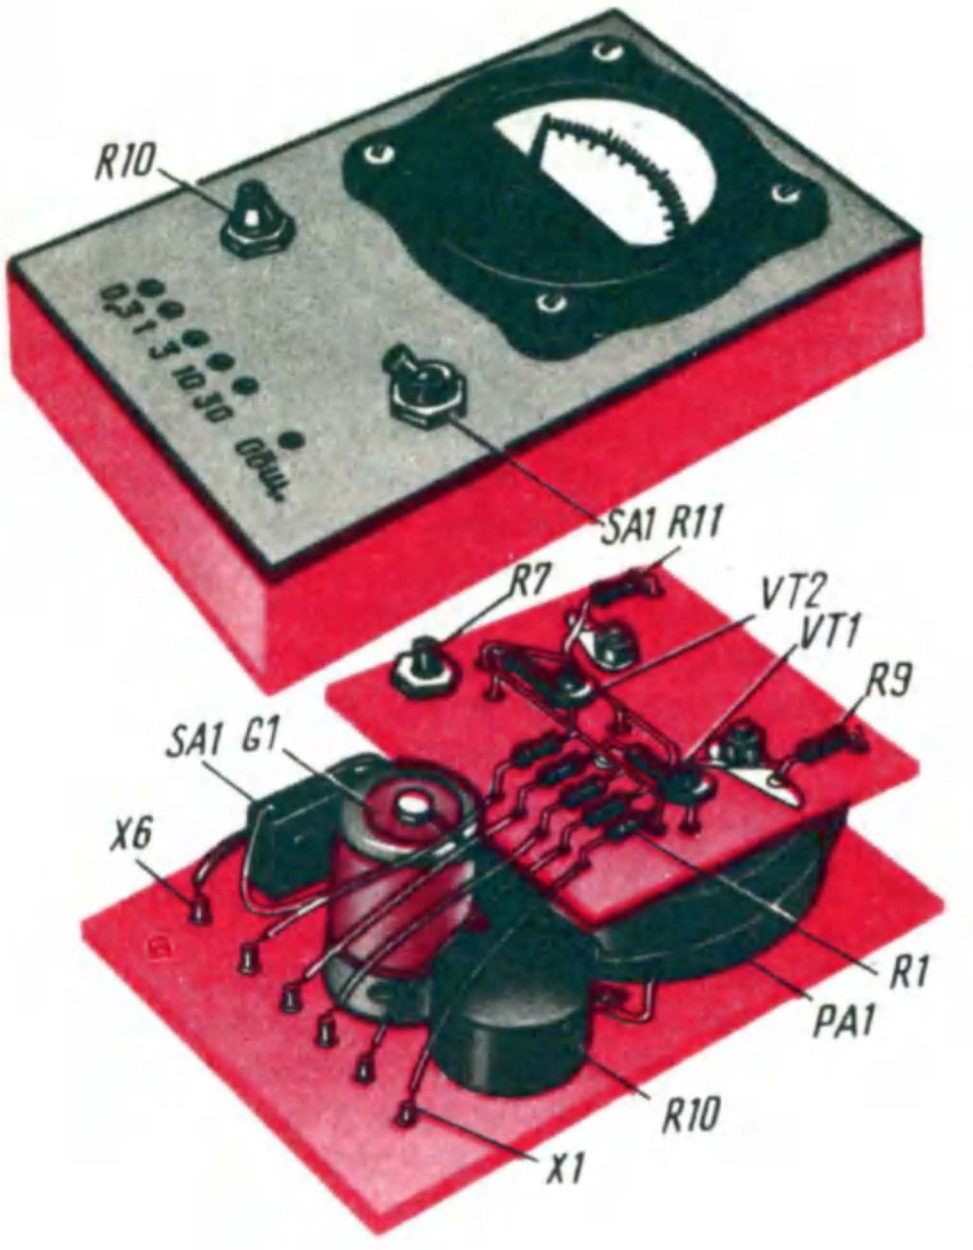

Рис. 270. Конструкция вольтметра
Конструкция вольтметра может быть такой, как показана на рис. 270. Микроамперметр, выключатель питания SA1, элемент G1 (332), подстроечный резистор R10 и входные гнезда X1—X6 установлены на гетинаксовой панели, размеры которой определяются в основном размерами микроамперметра (в описываемом вольтметре использован микроамперметр М592). Остальные детали смонтированы на другой гетинаксовой панели, которая закреплена непосредственно на зажимах микроамперметра. Опорными монтажными точками этих деталей могут быть пустотелые заклепки или отрезки облуженного медного провода толщиной 1...1,5 мм, запрессованные в отверстия в панели. Для соединения микроамперметра с деталями прибора под гайки, навинченные на его шпильки-зажимы, подложены монтажные лепестки.